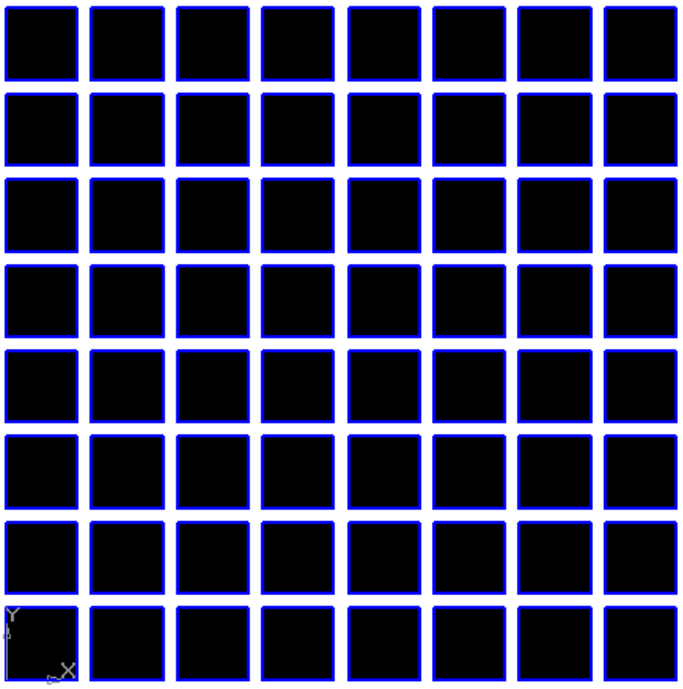

Рис. 8.19.
8) создайте объект и прервите выполнение команды (рис. 8.19).